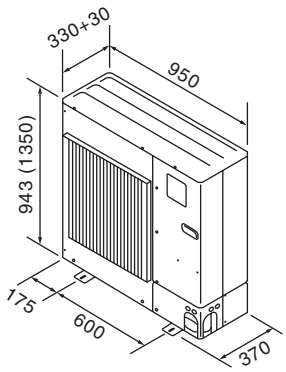

Fig. 2-2
2.3. Dimensioni (Sezione esterna) (Fig. 2-2)